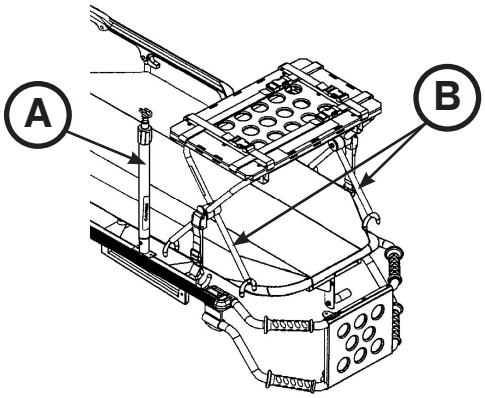

Figura 56
3. Si la camilla está equipada con un soporte para líquidos intravenosos, levántelo (A) hasta la posición superior tal como se muestra en la Figura 56.
4. Coloque la plataforma para desfibrilador en la estructura de la camilla según se muestra en la Figura 56. Coloque las patas internas (B) de la plataforma para desfibrilador hacia el extremo superior de la camilla para encajar correctamente la plataforma para desfibrilador en la estructura de la camilla.